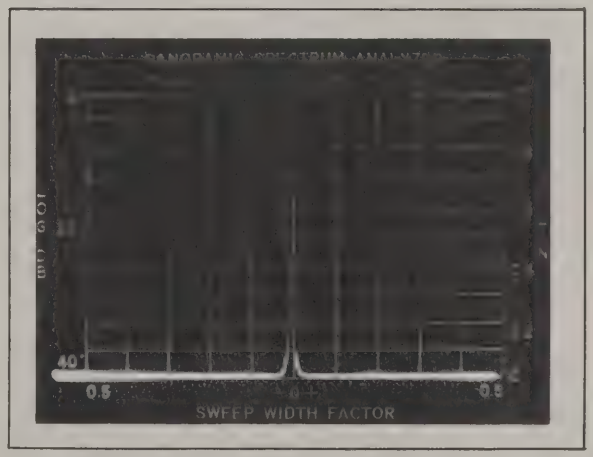

Figure III-2. Zero-Frequency Pip.
c. Set the CENTER FREQUENCY dial to 0 and adjust A BALance and/or S BALance so that the zero-frequency pip (see Figure III-2) is visible. With the Model SPA-3/25, be sure that the ~~Center Frequency VERNier~~ is set for LO BAND. This is done by turning the control to the extreme counter-clockwise position until the switch is actuated. Adjust the ~~Center Frequency VERNier control~~ (concentric with the CENTER FREQUENCY control) so that the zero-frequency pip is at the center of the screen. Then adjust A BALance and S BALance to minimize the zero-frequency pip.